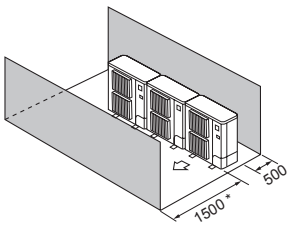

Fig. 2-16
④ Obstacles uniquement à l'avant et à l'arrière (Fig. 2-16)